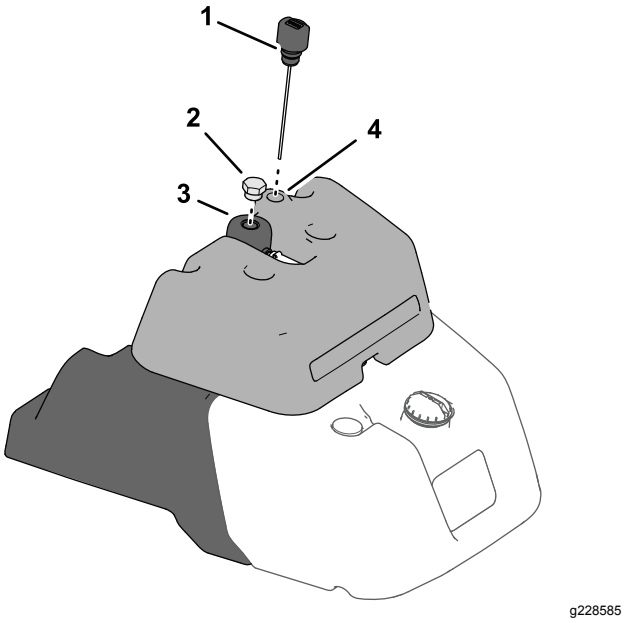

Figuur 37
- Als uw tank een brandstofmeter bovenaan de brandstoftank heeft, ga dan naar de peilstok van het hydraulisch systeem bovenaan de lekdetectortank (Figuur 37) en ga verder met stap 3.